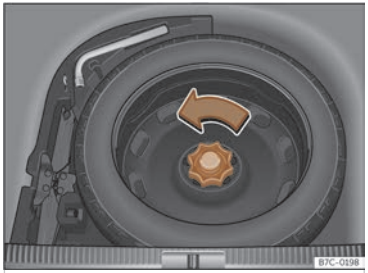

Fig. 244 In the luggage compartment: load floor raised.
- Turn the thumb wheel anticlockwise ››› Fig. 244.